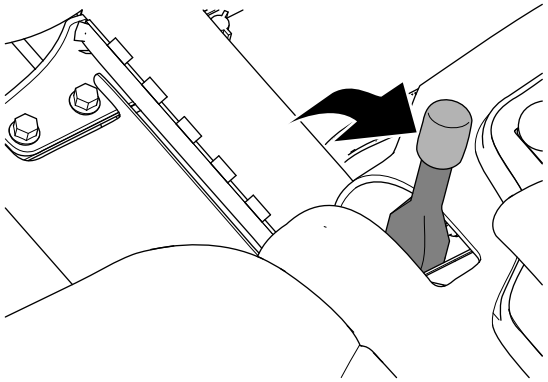

**Figur 30**
2. Sett på parkeringsbremsen (Figur 30).